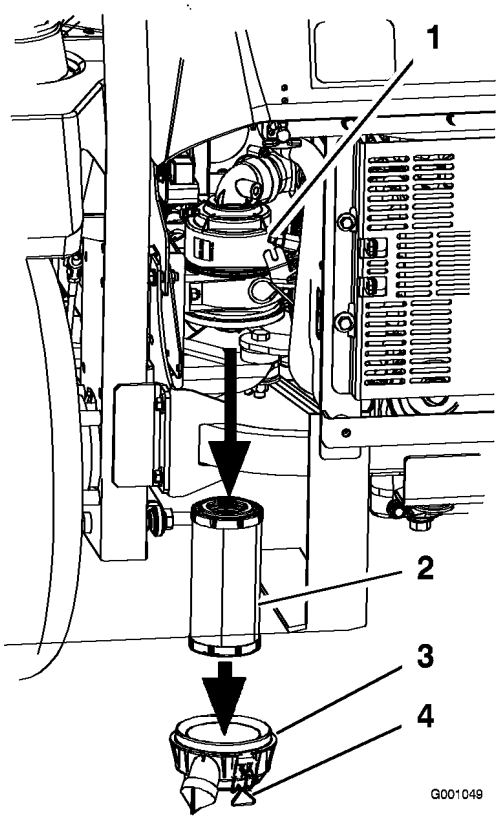

Figur 33
3. Åpne låsene på luftrenserdekslet og trekk luftrenserdekslet av luftrenserkroppen (Figur 33).
5. Skyv filteret forsiktig ut av luftrenserkroppen (Figur 33). Pass på at filteret ikke slår bort i luftrenserkroppen.